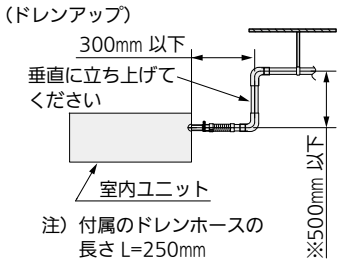

図8
- ドレン配管高さはドレン排水口より 500㎜を限度として上げることができます。特性上ドレンアップ高が高いほど排水音が低くなります。このためドレンアップ配管高さは300㎜ 以上を推奨します。（※排水できなくなるため、絶対に 500㎜ より高くしないでください）（図 8）